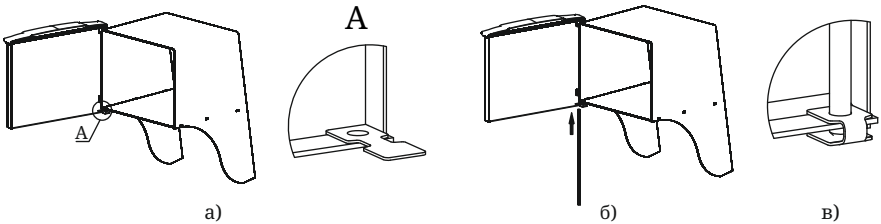

Рисунок 7. Установка дверцы при монтаже печи.
2. Установите дверцу на втулки топливного канала, совместив отверстия (рисунок 7.а);
3. Совместите отверстие упора с нижним отверстием каркаса, при этом упор должен располагаться внутри каркаса (рисунок 7.а);
3. Вставьте ось через отверстия снизу вверх (рисунок 7.б);
4. Подогните упор, фиксируя конец оси между площадками упора (рисунок 7.в).